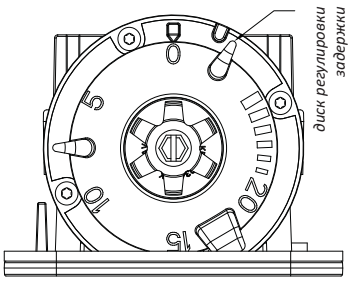

Рис. 4. Шкала регулировки времени задержки срабатывания
- Заводская настройка задержки срабатывания — 30 сек. Для изменения настроек поверните циферблат по часовой стрелке для увеличения времени срабатывания, против часовой — для уменьшения. Диапазон настроек от 0 до 90 сек (см. Рис. 4).